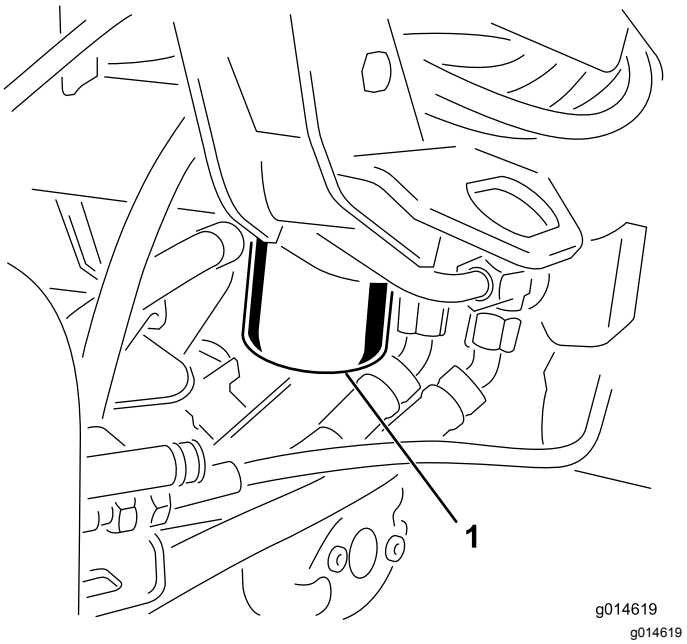

Figur 42
1. Rengör runt området där filtret monteras (Figur 42). Ställ ett avtappningskärl under filtret och ta bort filtret.